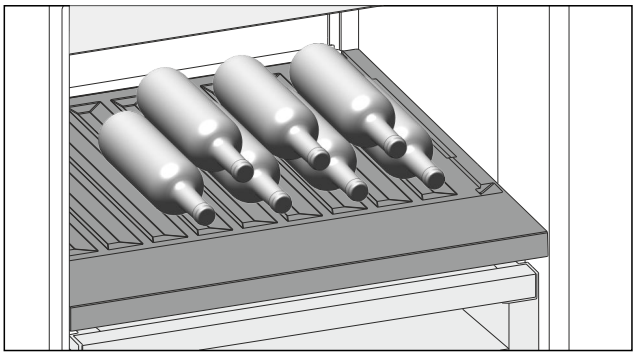

Fig. 108 Example illustration
▶ Place bottles in the back row with their bases against the back wall. (see Fig. 108)